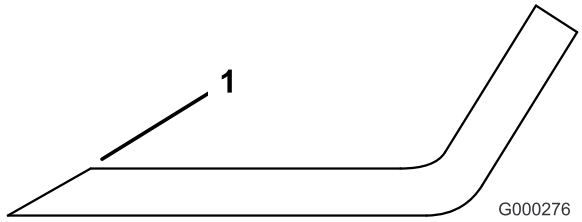

Figura 58
1. Utilice una lima para afilar el filo de corte en ambos extremos de la cuchilla (Figura 58). Mantenga el ángulo original. La cuchilla permanece equilibrada si se retira la misma cantidad de material de ambos bordes de corte.